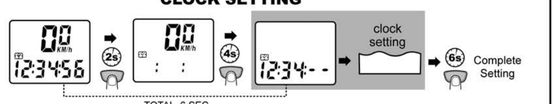
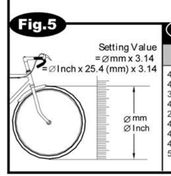

Fig.5
Fig.6
1). The default is set at 2155mm. Measure the value for your wheel (Fig. 5) or refer to the quick table provided in the manual for your bicycle. (Fig. 6)